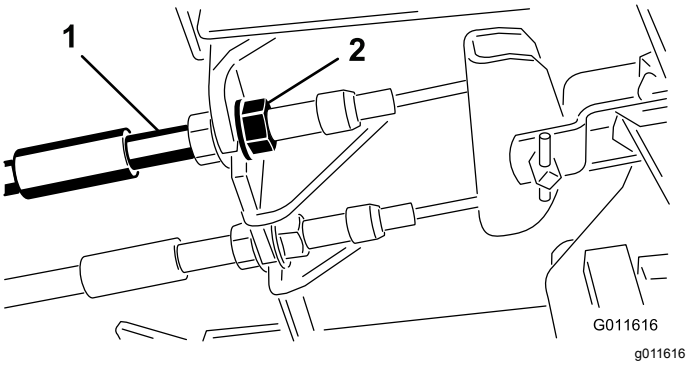

Figur 97
1. Tilspænd bremserne for at reducere bremsepedalernes frie vandring ved at løsne den forreste møtrik på bremsekablets gevindende (Figur 97).